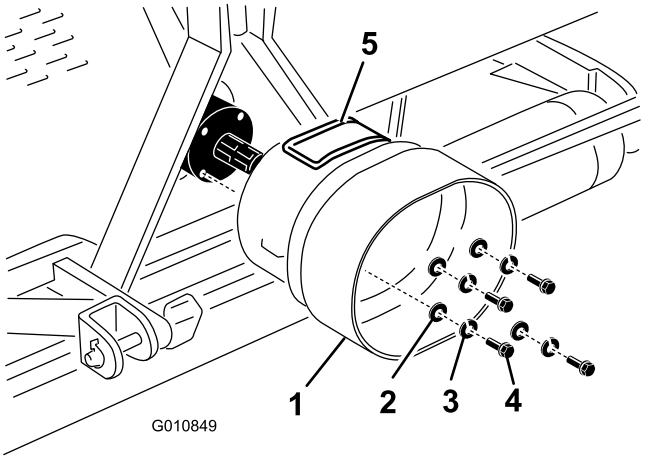

**Figuur 18**
1. Verwijder de 4 bouten, borgringen en platte ringen die aan de achterzijde van de tandwielkast van de beluchter (Figuur 18).
2. Monteer de het aftakasscherm aan de tandwielkast van de beluchter met het bevestigingsmateriaal dat u eerder hebt verwijderd (Figuur 18). Zorg er bij het monteren van het aftakasscherm voor dat het inspectieluik (Figuur 18) zich aan de bovenzijde of zijkant van de frameconfiguratie van de beluchter.
**Opmerking:** U kunt het inspectieluik (Figuur 18) openen om het verwijderen en monteren van het montagemateriaal van de aftakas te vergemakkelijken.